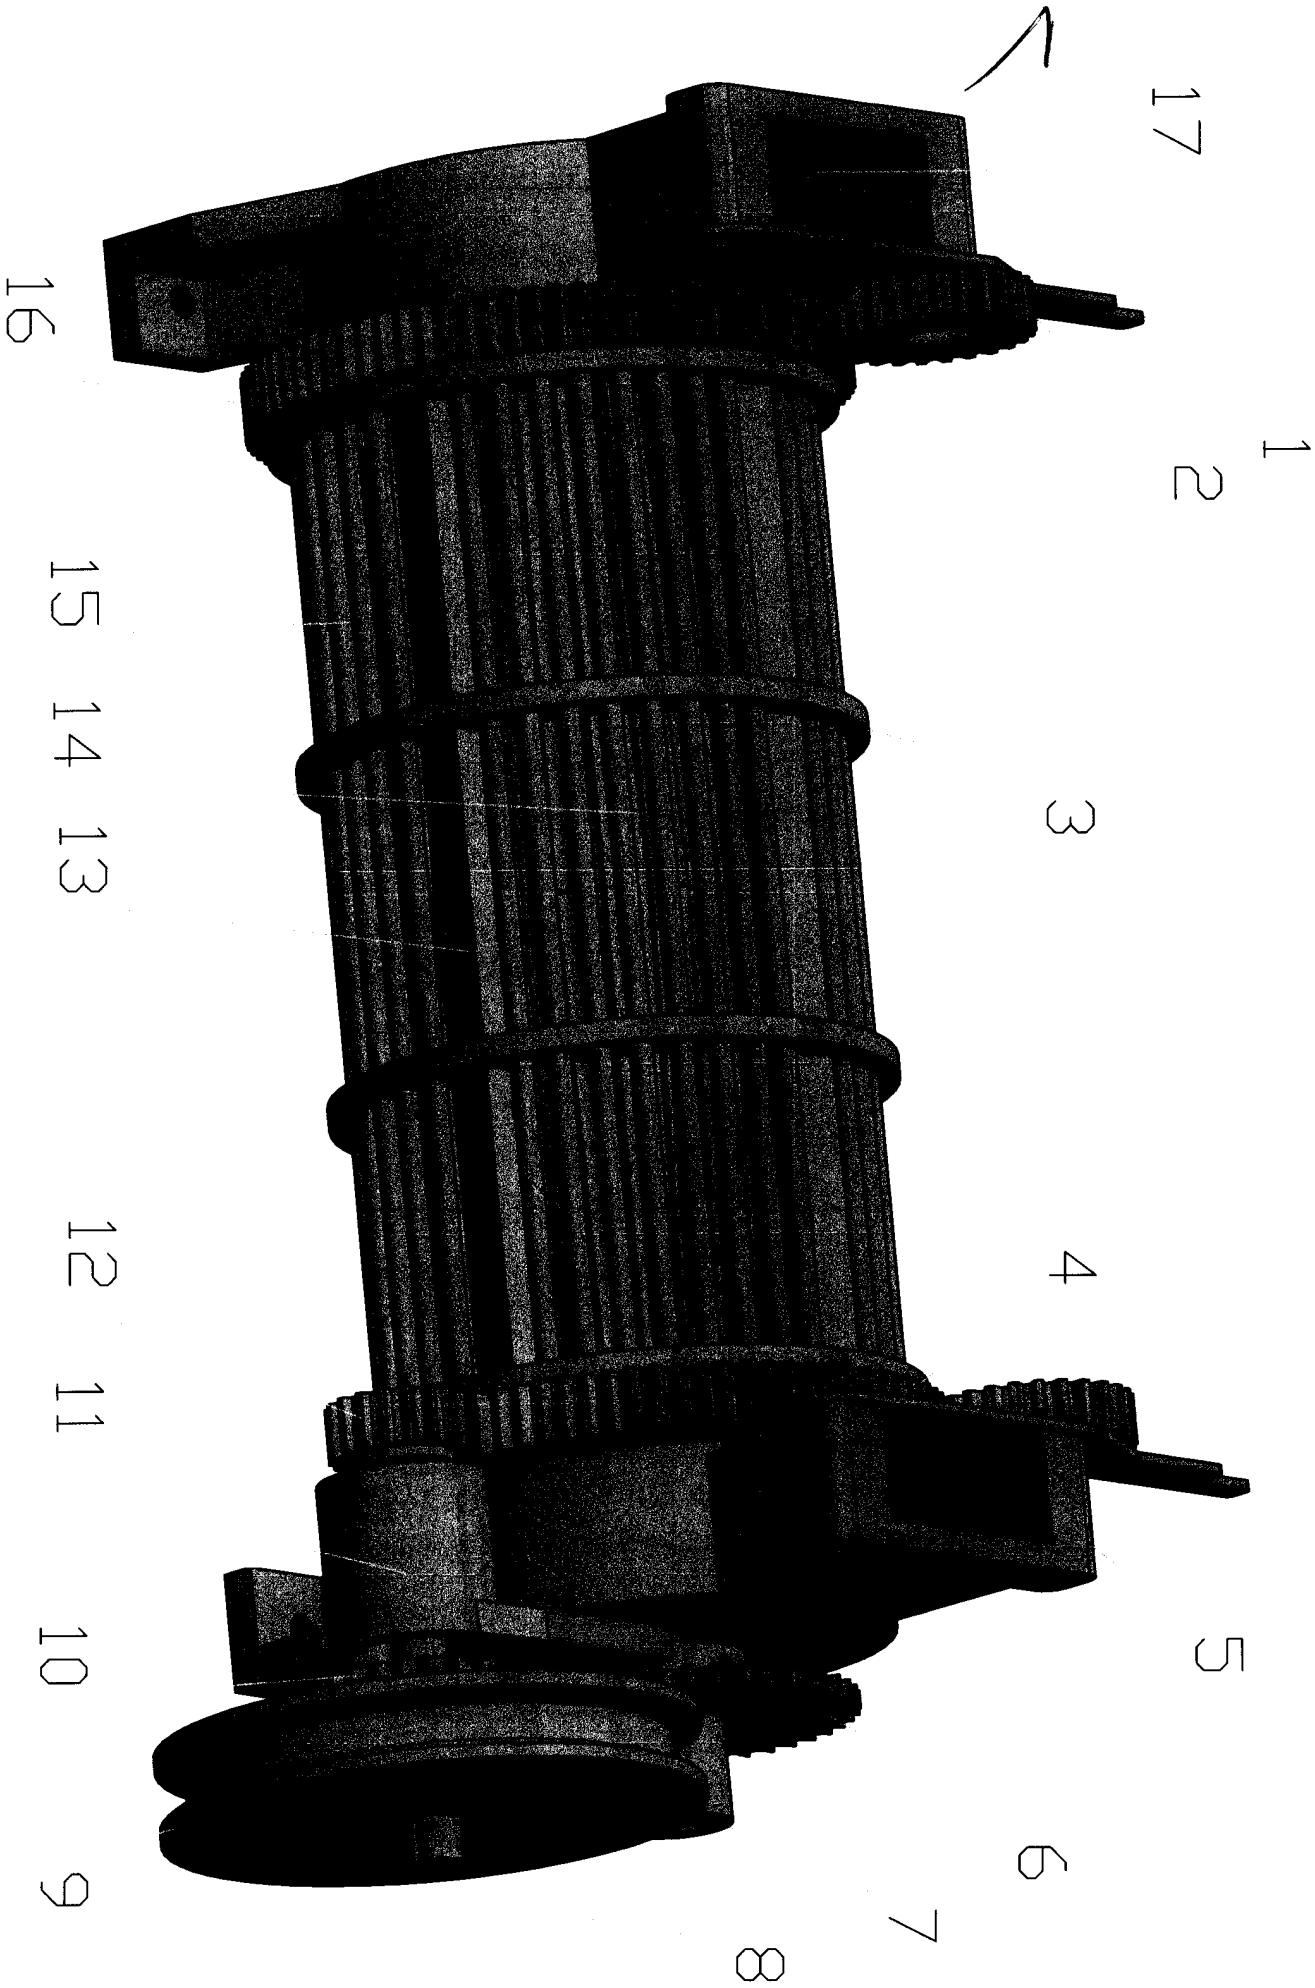
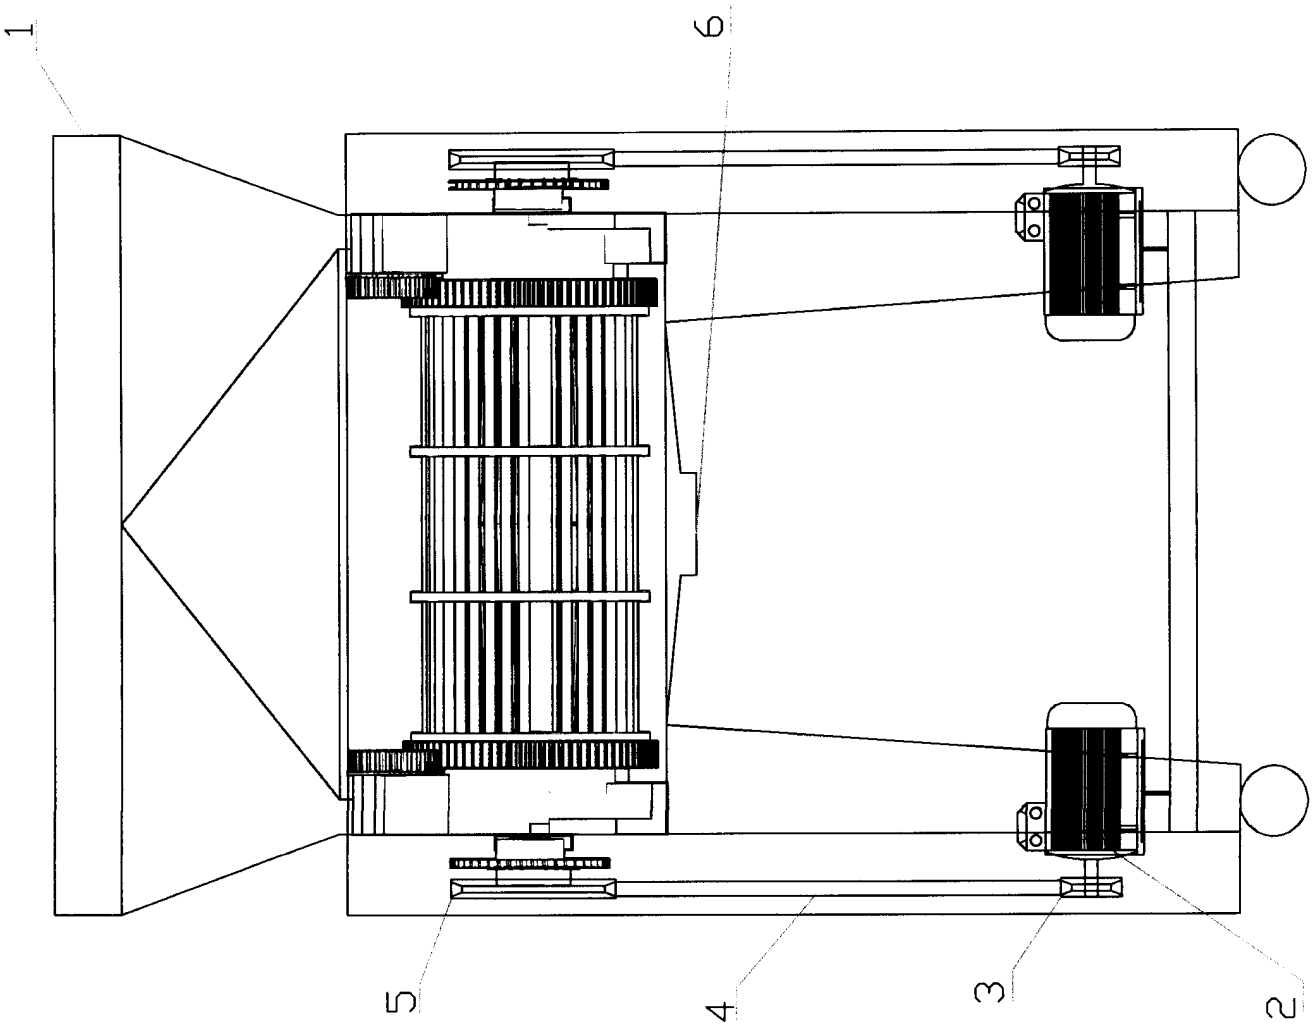

Fig.1
Fig.2
Le cylindre central(Réf : 14 – fig1) a deux diamètres différents , le petit diamètre à l'extrémité , le grand au milieu .Pour écraser différentes tailles d'amande, le cylindre est canulé sur toute la surface pour faire accoucher les amandants sous glissement , il est posé sur deus paliers(Réf : 5 – fig1) à l'extrémité et entrainé par un pignon à chaine (Réf : 6 – fig1).
Le cylindre est formé par un ensemble d'axe (Réf : 15 – fig1) assemblé par un ensemble de brides (Réf : 3 – fig1) ayant une forme spéciale pour maintenir la circonférence du cylindre à l'intérieur du cylindre à grille et posé en position d'attaque à un fer carré (Réf : 13 – fig1) qui joue le rôle de concasseur d'amande grâce a la rotation du cylindre à grilles. A l'extrémité du cylindre ,on trouve deux couronne dentées (Réf : 4 – fig1) ,la première est une couronne de rotation du cylindre et la deuxième fait basculer le petit pignon excentrique pour empêcher le blocage de pénétration d'amande le cylindre lui aussi posé sur les mêmes poulies du cylindre central .
- (Fig.2) : Un bâti
- (Réf : 2 – fig. 2) : Un moteur électrique
- (Réf : 3 – fig. 2) : Une poulie courroie
- (Réf : 4 – fig. 2) : Une Courroie
- (Réf : 1 – fig. 2) : Une trémie d'alimentation
- (Réf : 1 – fig1) : Support de fixation
- (Réf : 2 – fig1) : Pignon de basculement
- : (Réf : 3 – fig1) : Bride d'assemblage d'axe pour grille
- (Réf : 4 – fig1) : couronne dentées
- (Réf : 5 – fig1) : Palier centrale
- (Réf : 6 – fig1) : Pignon à chaine de transmission
- (Réf : 7 – fig1) : Arbre principale cylindre central
- (Réf : 8 – fig1) : Axe porte pignon d'attaque
- (Réf : 9 – fig1) : Poulie à courroie
- (Réf : 10 – fig1) : Pignon à chaine d'inversement de rotation
- (Réf : 11 – fig1) : Palier d'attaque
- (Réf : 12 – fig1) : Pignon d'attaque
- (Réf : 13 – fig1) : Carré d'attaques
- (Réf : 14 – fig1) : Cylindre centrale :
- Axe pour grille : (Réf : 15 – fig1)
- (Réf : 16 – fig1) : Pignon d'entrainement
- (Réf : 17– fig1) : Zone d'alimentation
Le pignon d'attaque est entrainé par un pignon à chaine (Réf : 10 – fig1) entrainé par une poulie courroie (Réf : 9 – fig1).
Les deux paliers (Réf : 5 – fig1) jouent un rôle de support de tout le mécanisme ainsi que l'alimentation de la matière première qui passe par eux simultanément.
Le pignon (Réf : 2 – fig1) est appelé pignon de basculement, il permet de basculer sur un excentrique pour empêcher le blocage de la pénétration d'amande à l'intérieur des cylindres.
Le support de fixation (Réf : 1– fig1) de pignon excentrique de basculement.
La zone d'alimentation (Réf : 17– fig1) : Etant stockés dans la trémie, les graines à concasser passent directement à travers la zone d'alimentation. Cette dernière les guide pour qu'elles atteignent les deux cylindres et effectuer le concassage, l'objet pour lequel la machine a été conçue.
Le mouvement de rotation créé par un moteur triphasé, puis entrainé par les poulies et une courroie de transmission représentées sur la figure (réf 3,4 et 5 fig 2). La poulie (réf 9 fig 1) attachée au pignon à chaine (réf 10 fig 1) entraine le mouvement de rotation de ce dernier et du pignon à chaine de transmission (réf 6 fig 1) grâce à la chaine de transmission.